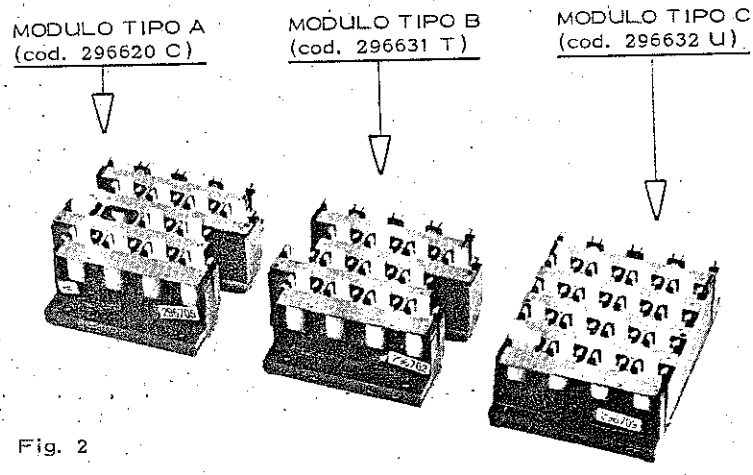

Fig. 2
A) MODULO ALFABETICO DI TIPO A. E' un modulo con quattro file di tasti sfalsati (fig. 2) sempre montato all'estrema sinistra di ogni tipo di tastiera.
C) MODULO NUMERICO DI TIPO C. E' un modulo a cinque file di tasti allineati (fig. 2) utilizzato per le zone numeriche e di servizio.